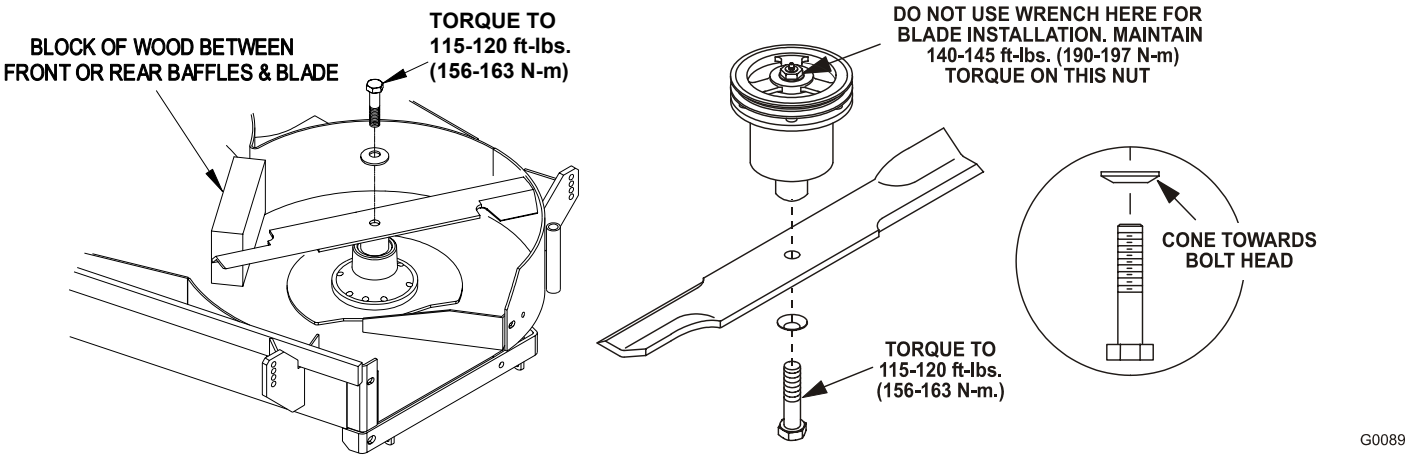

FIGURE 7
d) Re-install the blades (if they were removed) by placing a block of wood between the front or rear baffles and the blade then torque the blade bolts to 115-120 ft-lbs. (156-163 N-m). Be sure the spring disk washer cone is installed toward the bolt head (See Figure 7).